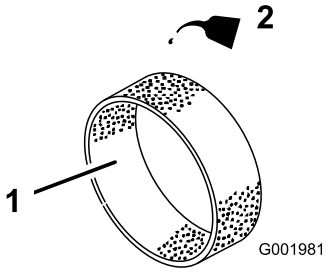

Figur 25
4. Fyll 30 eller 60 ml olje på elementet (Figur 25).